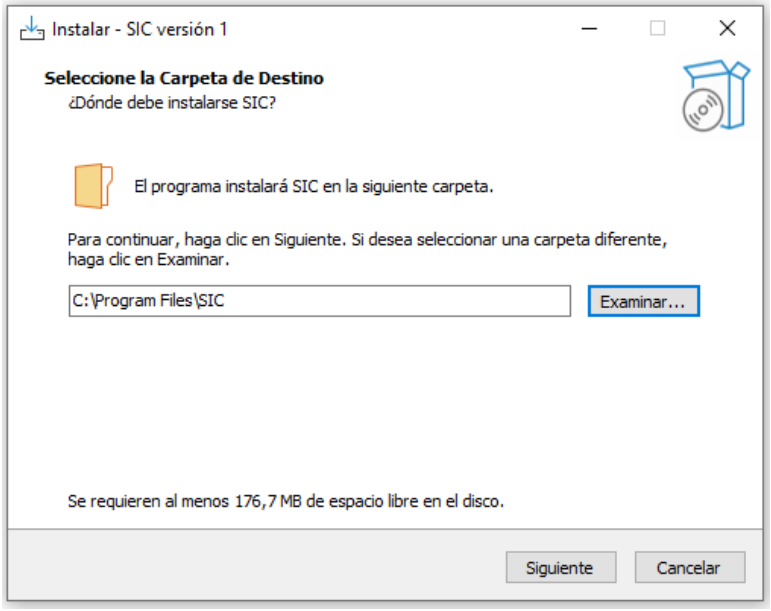

Figura 3. Ventana inicial del instalador de SIC
2. Se debe ejecutar el instalador llamado "*SICInstal.exe*"; al hacerlo, le aparecerá la ventana que se muestra en la Figura 3. En esta ventana podrá seleccionar la carpeta donde instalará SIC. Una vez seleccionada la carpeta, se debe hacer clic en el botón de "*Siguiente*".